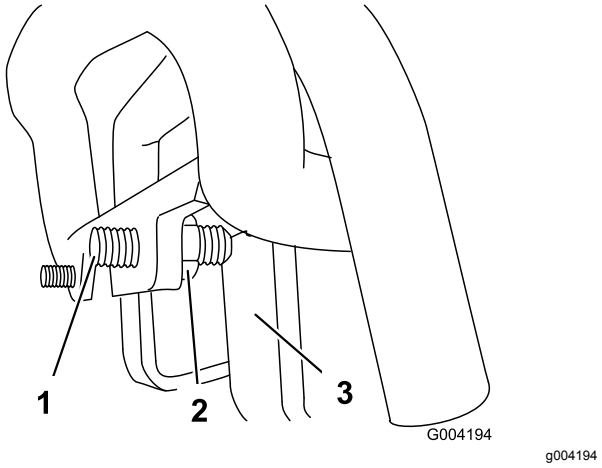

**Figur 57**
3. Om traktorenheten drar åt **vänster**, lossa **höger** kontramutter och justera inställningsskruven framtill på drivreglaget (Figur 57).
4. Om traktorenheten drar åt **höger**, lossa **vänster** kontramutter och justera inställningsskruven framtill på drivreglaget (Figur 57).